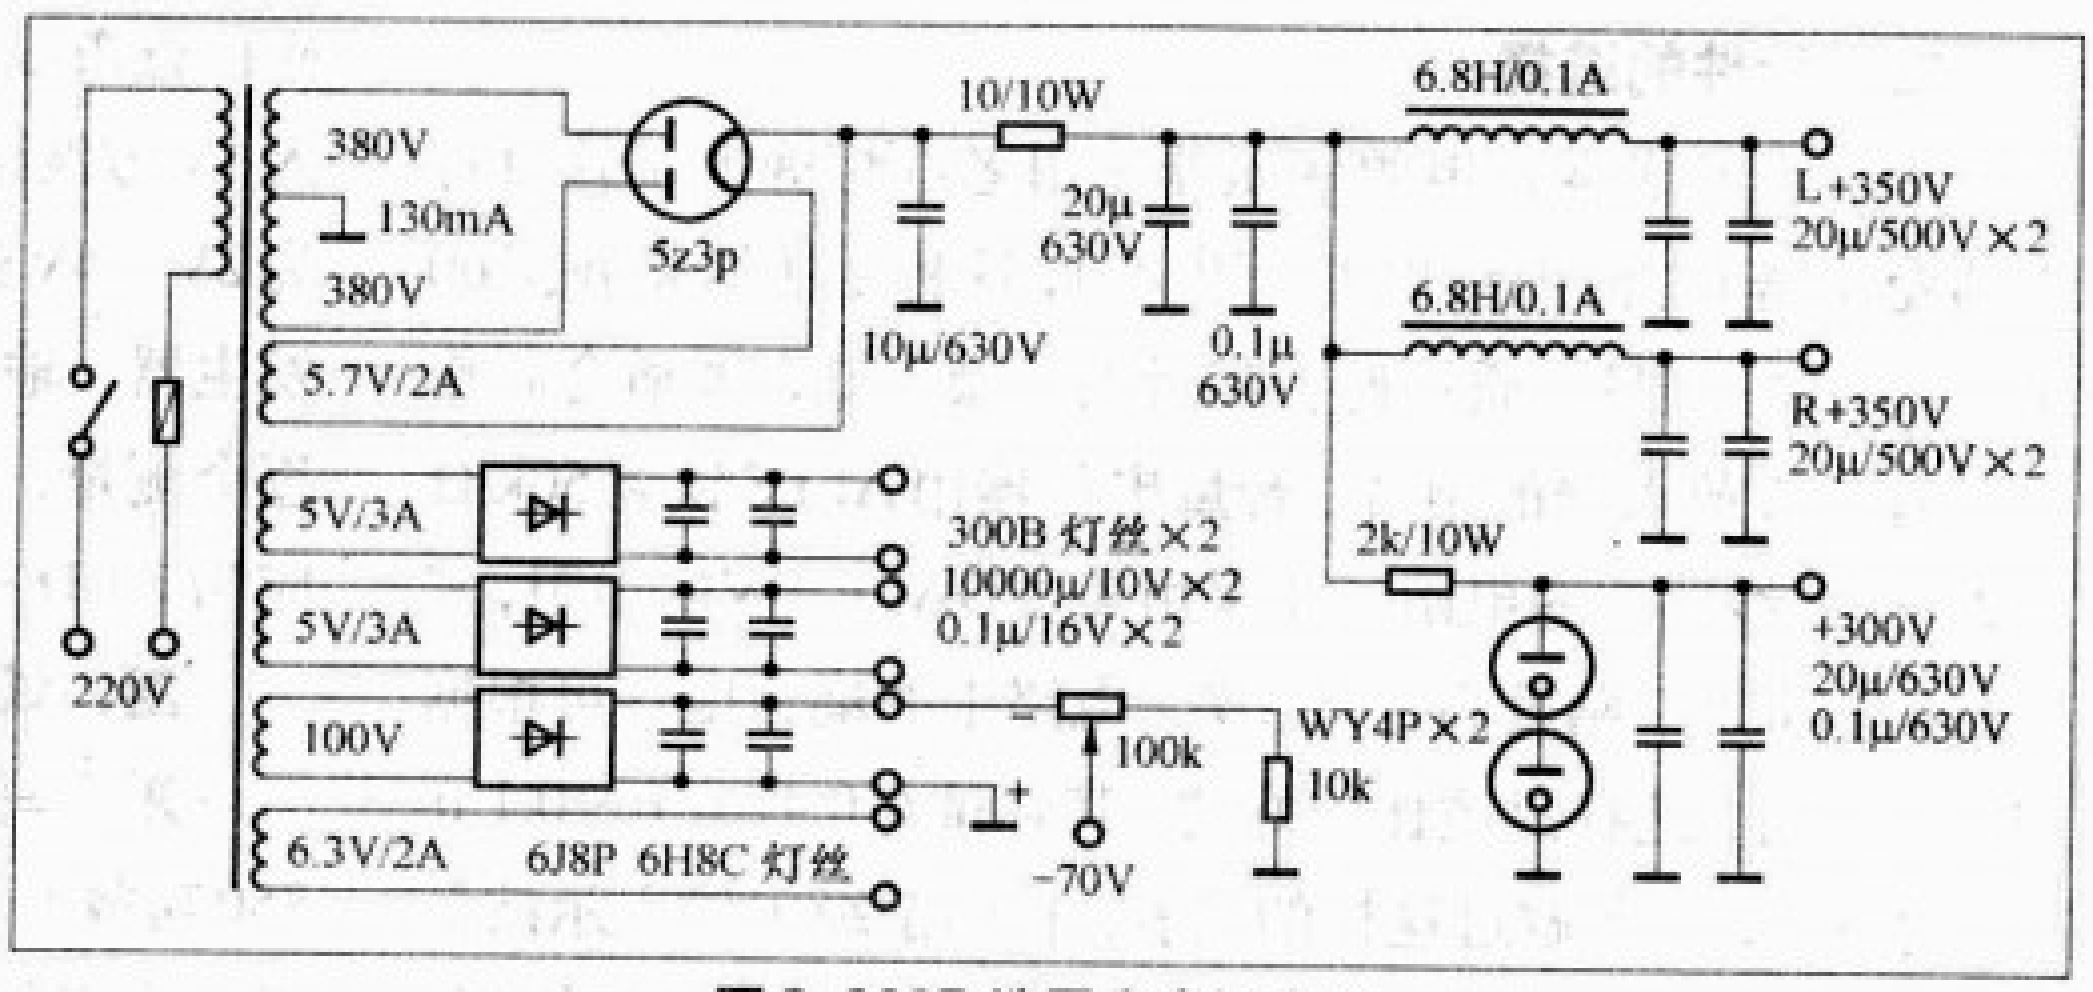
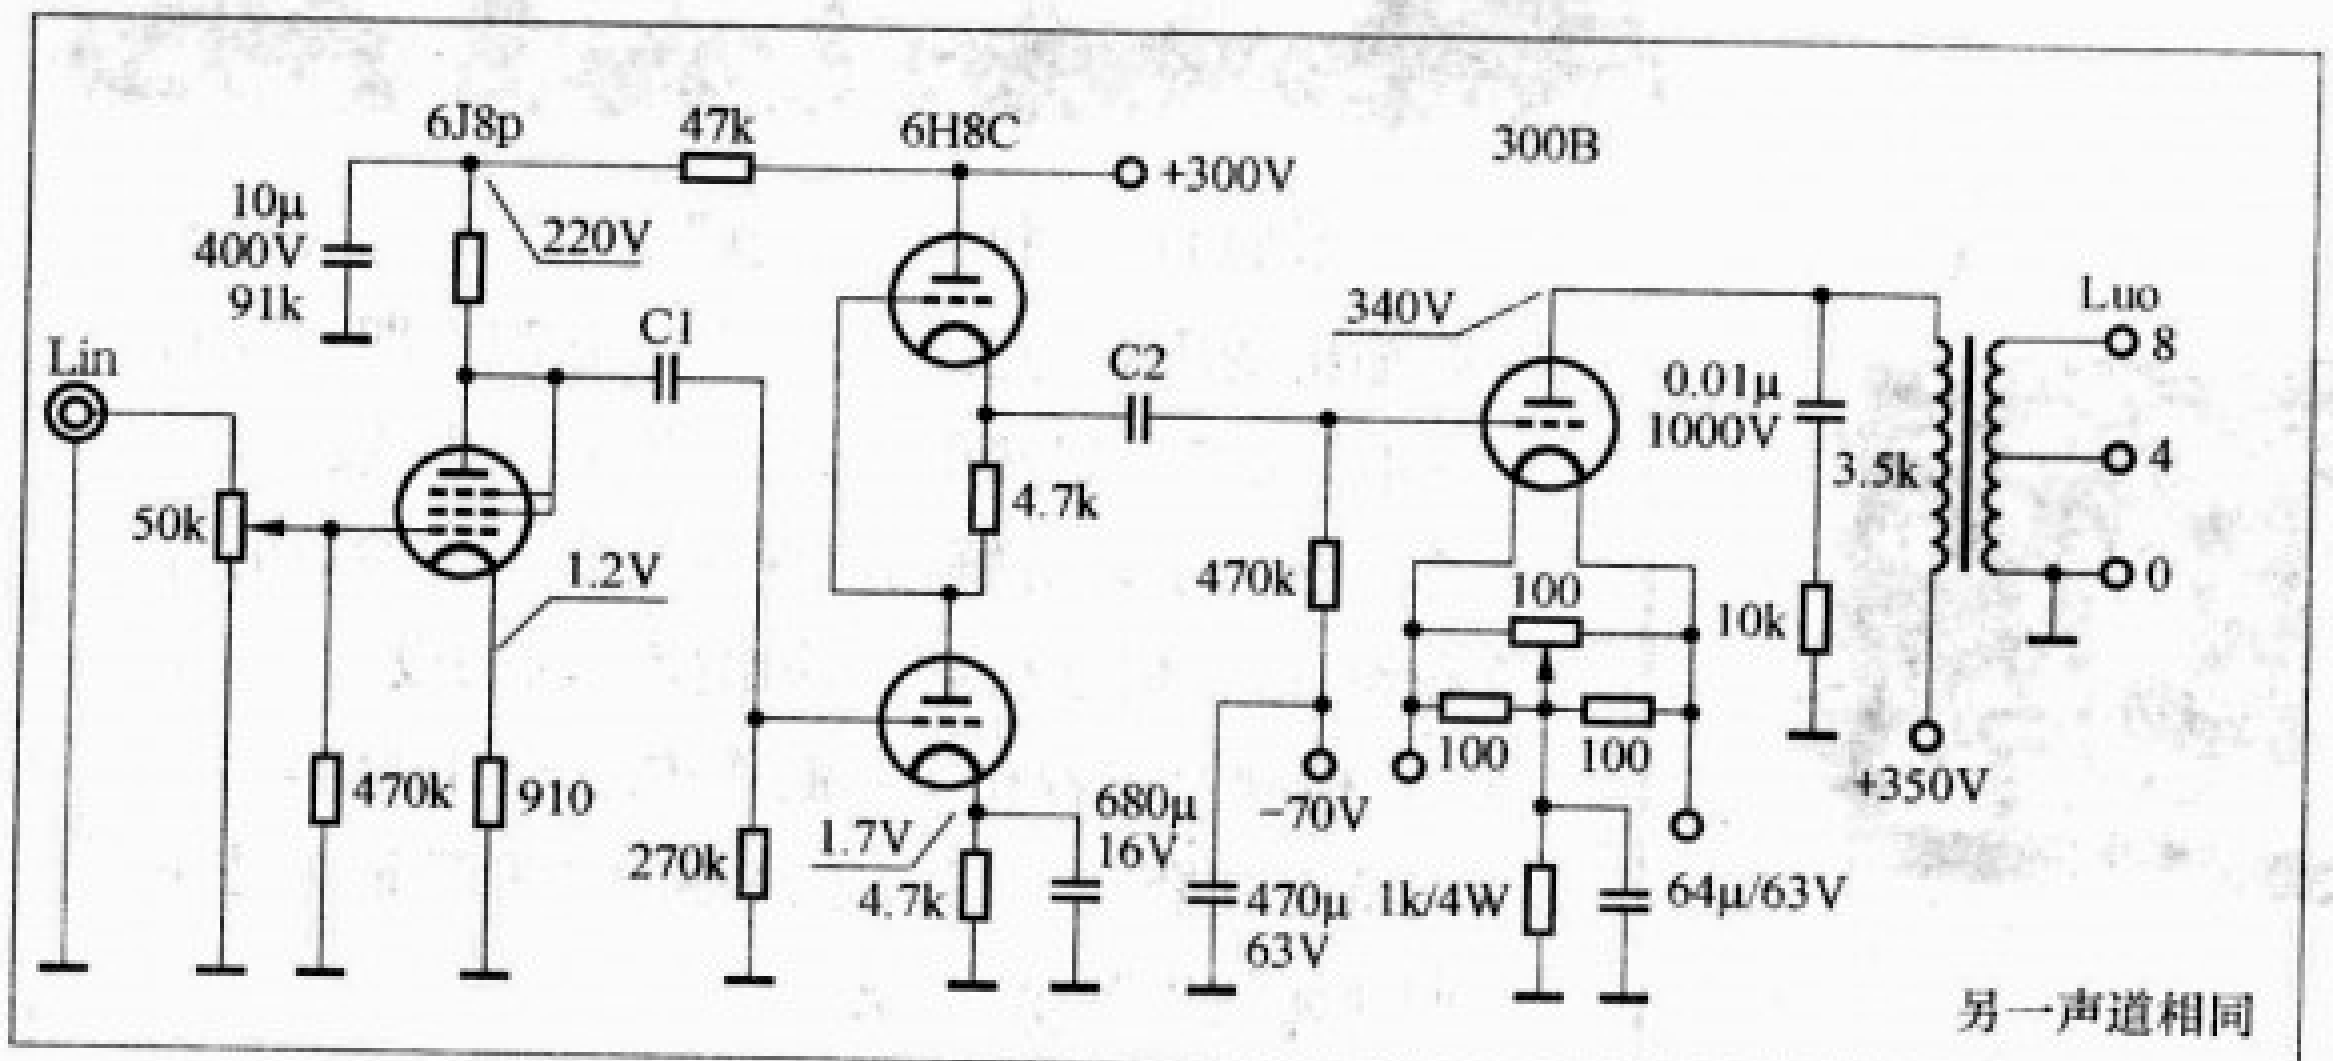

图2 300B端甲类电源电路
图1 300B端甲类电路
任何一款放大电路，都应当把非线性失真放在第一位去考虑，如果它的非线性失真一塌糊涂，那么对该放大器所列举的种种优点也就失去了意义。我们在各种音响杂志上看到的300B电路，大多采用6J8P+300B或者是6N9P（SRPP）+300B电路，6J8P采用的是五极管接法直推300B，我仿制过，就其音质而言，无可非议，但在播放大动态音乐时，却严重出现深而不实的现象。五极管做电压放大时的失真和管子的帘栅电压有相当大的关系，帘栅电压低则失真小，反之则大。问题是电压低，输出动态也相应变小，推300B自然成问题。为了解决这个问题，我将6J8P(前苏联的6Ж8)直接设计为三极管接法，相关阻容元件只有3个，而推动级采用6N8P（前苏联6H8C）做SRPP放大，相关阻容元件只有4个，就这样一款前级兼推动电路诞生了，设计电路如图1所示，它的特点是：结构简单、线性好、过载能力强、电路相移少、输入阻抗高、输出阻抗低、在担任电压放大的同时也提高了推动电流。电源电路如图2所示，前级兼推动电路，加上电源电路总共使用了十几个元件，放大性能特别好，输入波形与输出波形（量程不一样）几乎可以重叠，最关键的是它们解决了非线性失真。
整流滤波电路中一般都采用Π型滤波，我在制作中发现这多少缺了点通透、圆润的感觉。为了解决这个问题，我将全部电容器都使用国产CZJ、CJ、CDM——T系列的油浸电容（10μF/630V～20μF/630V、0.1μF/630V），再设两个电感，将高压电源分两路供电（见图2），这样不但滤波效果好，达到了减少纹波的目的，而且左右声道既互不干扰，又能
我在电路中采用极为简单的电容耦合方式，如图1中的C1、C2，这两个电容是起着承前启后的作用，为此，我使用了较为优质的CRC油浸电容，效果极佳。其效果主要表现在以下几个方面：(1) 音色极为优美，各音域表现异常全面，几乎无懈可击。(2) 速度非常快，决不拖泥带水，该电容在小动态时优美动听，在大动态时从容不迫，轻而易举地完成爆棚，而且力度、音场让人都非常满意，你都想不明白这百万雄兵是从哪里冒出来瞬间又躲到了哪里。(3) 细节非常丰富，表达非常细腻，在我用过的这些名牌电容中，这款电容是最具有胆味的产品，有网友说该电容是去除数码声的利器，对此我完全赞同。(4) 该电容本身就具有浓郁的胆味，再和含银的线搭配效果较好，假如高压直流的供电部分越好，该电容的效果就明显。注意：一般耦合电容的容量不宜过大（0.1 μ F/630V）。